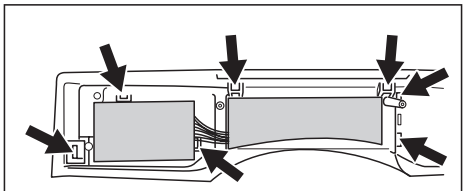

Figura 20 *Localice los 7 cerrojos plásticos.*
3. El ensamble de los componentes electrónicos de la consola y la caja se sostiene en la pieza decorativa con 7 cerrojos plásticos. Vea la figura 20.